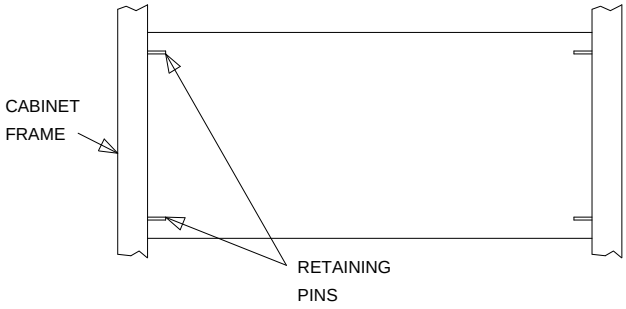

Figure 10-40. Blank Carrier Panel (Rear View)
2. Remove the blank port-carrier panel by pushing outward on panel from the rear of the cabinet until the panel clears the four retaining pins on the cabinet frame (See Figure 10-40).